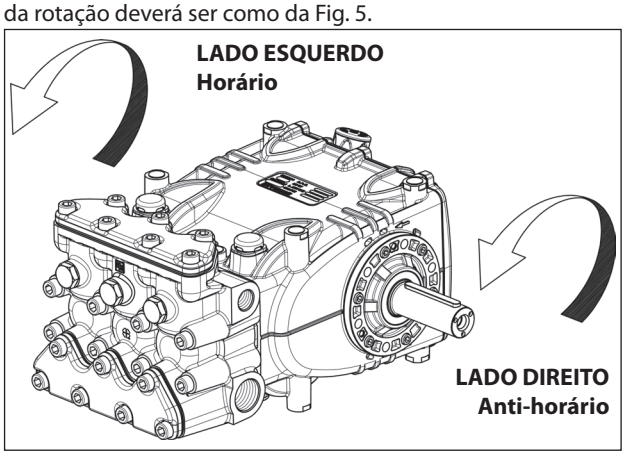

Fig. 5
Posicionando-se na frente do cabeçote da bomba, o sentido da rotação deverá ser como da Fig. 5.
N.B. A versão relacionada na Fig. 5 é direita.